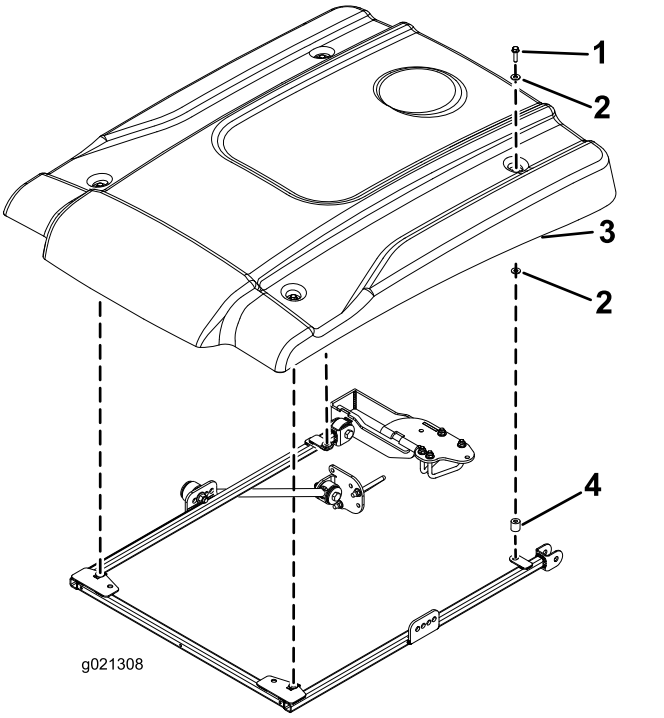

図 37
11. 図 37 に示すようにサンシェードをフレームに載せて、取り付け穴を整列させる。
12. サンシェードの各コーナー部をフレームに仮止めするフランジヘッドボルト5/16 x 1¼"1本、小さいワッシャ2枚、スペーサ1個を使用する図 37。サンシェードの左右それぞれについているゴム製ハトメにワッシャを取り付ける。